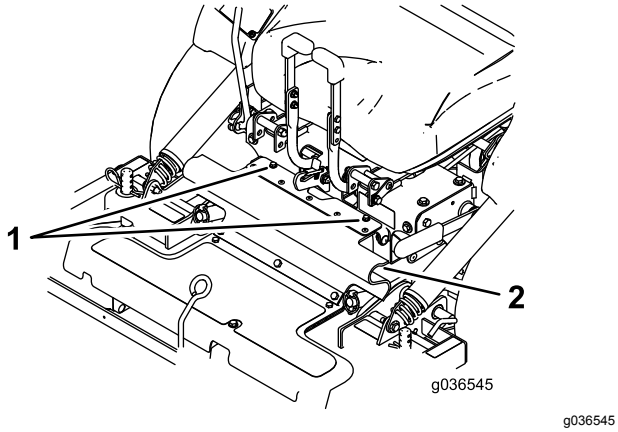

Figur 9
2. Løsne boltene som er festet til gummivernet (Figur 9).
3. Monter gummivernet med boltene (Figur 9).